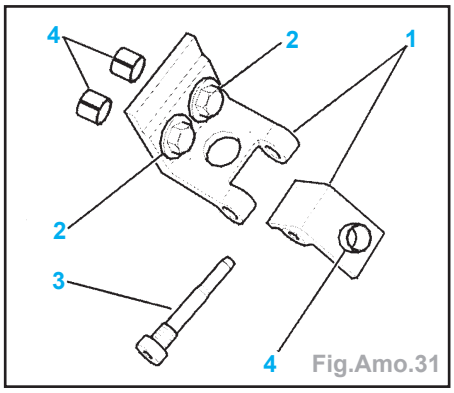

Fig.Amo.31
- Serrer sans bloquer, les vis (2) charnières sur la porte (Fig.Amo.31).
Nota : En cas de difficultés de mise en place, déposer les pions de centrage (4) de pied et éventuellement celui de la porte (Fig.Amo.31).